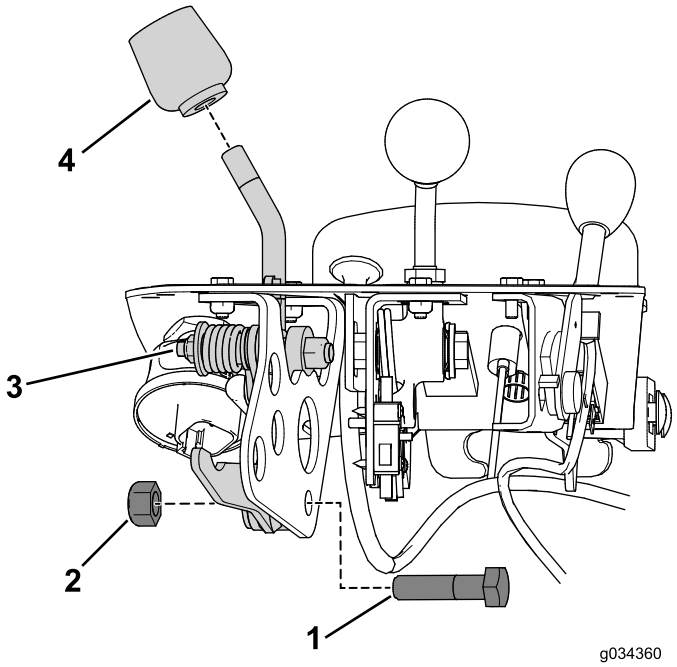

Figura 8
6. Rimuovete la manopola dalla leva di funzionamento (Figura 8).
7. Rimuovete il bullone e il dado che fissano il gruppo leva di funzionamento alla staffa della leva di funzionamento (Figura 8).